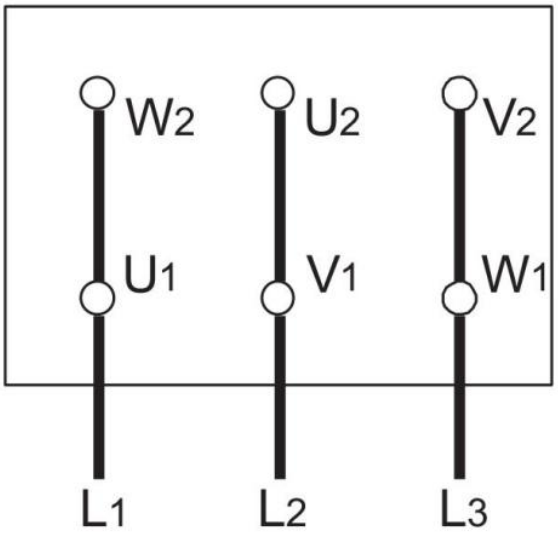
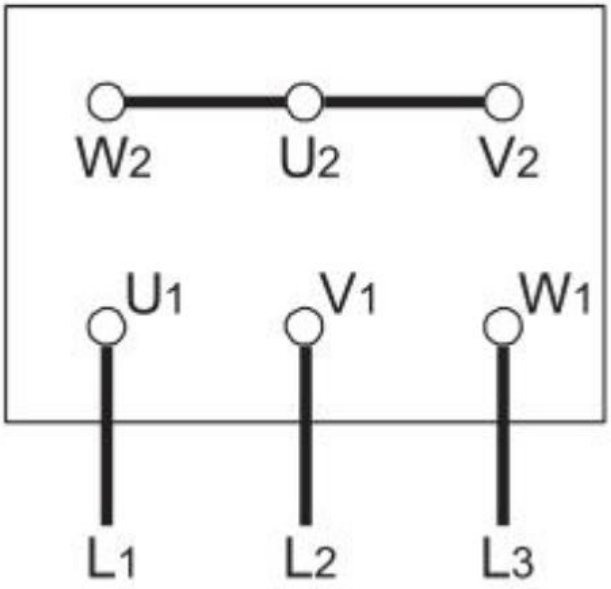
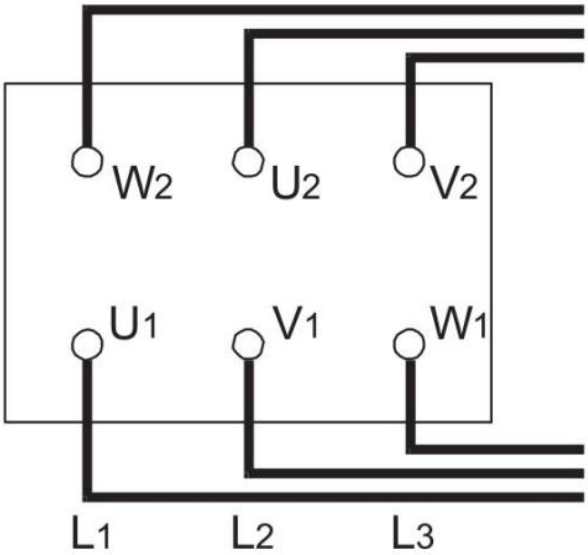

Рис. 7 Подключение - треугольник
Рис. 8 Подключение - звезда
Рис. 9 Подключение - звезда/треугольник
- Подключение к сети в таблице зависит от номинальной мощности двигателя, источника питания и типа подключения. Необходимое соединение перемычек в клеммной коробке показано на схемах ниже (рис. 7, рис. 8, рис. 9).